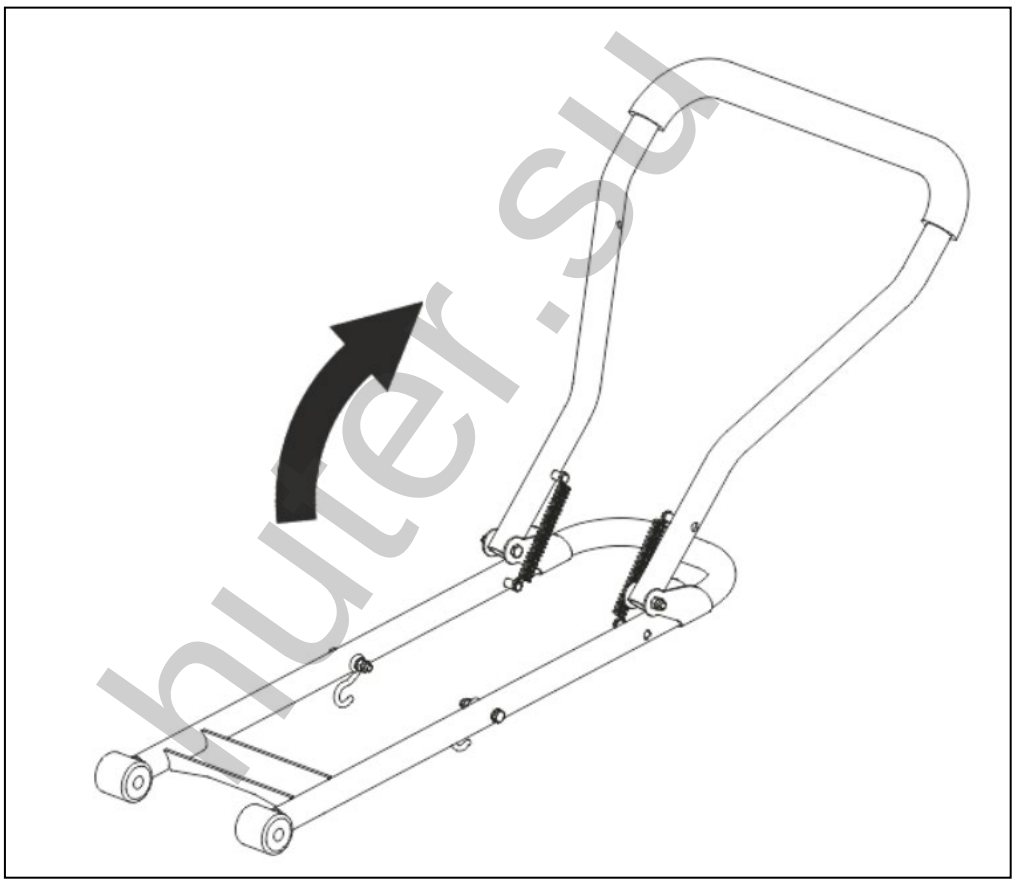

Рис. 3. Раскладка рабочей рукоятки.
1. Разложите рабочую рукоятку (Рис. 3).